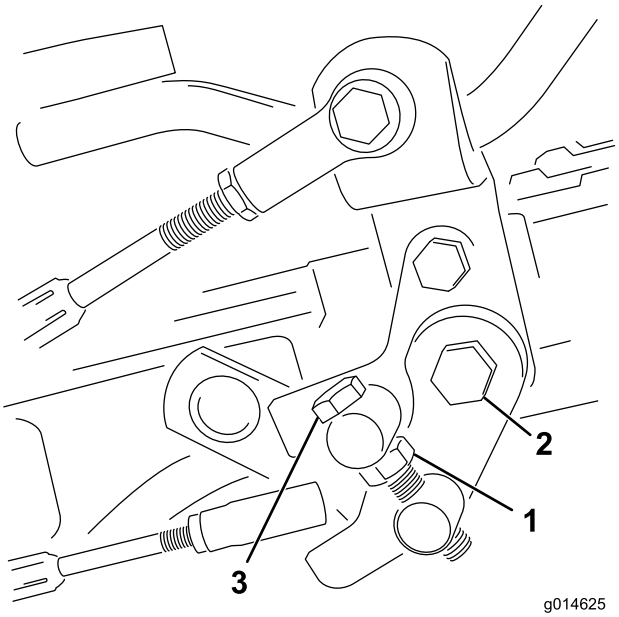

Figur 48
1. Løsn kontramøtrikken på trækbøjlen (Figur 48).
4. Tilspænd kontramøtrikken på tappens maskinskrue og møtrikken på pedalens drejetap for at låse justeringen (Figur 48). Kontroller justeringen, og juster som påkrævet.